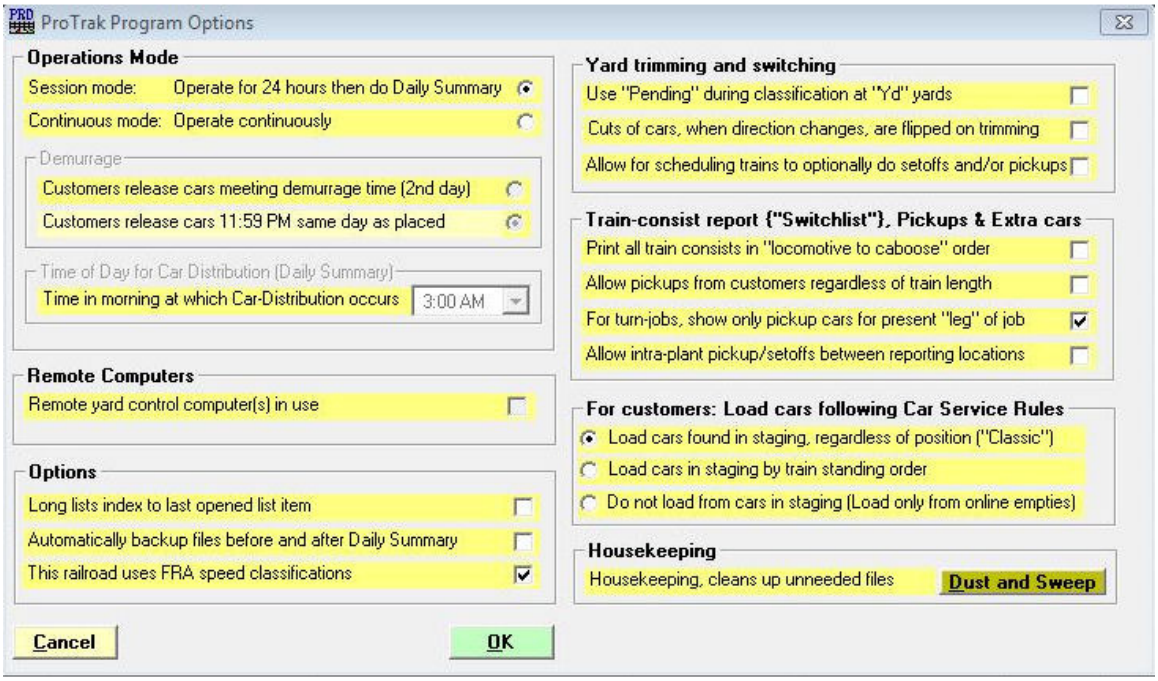

Figure 6-4
a. On the ProTrak toolbar, click on "File" then select "ProTrak program Options, Housekeeping" from the dropdown list. A window like Figure 6-4 will appear.